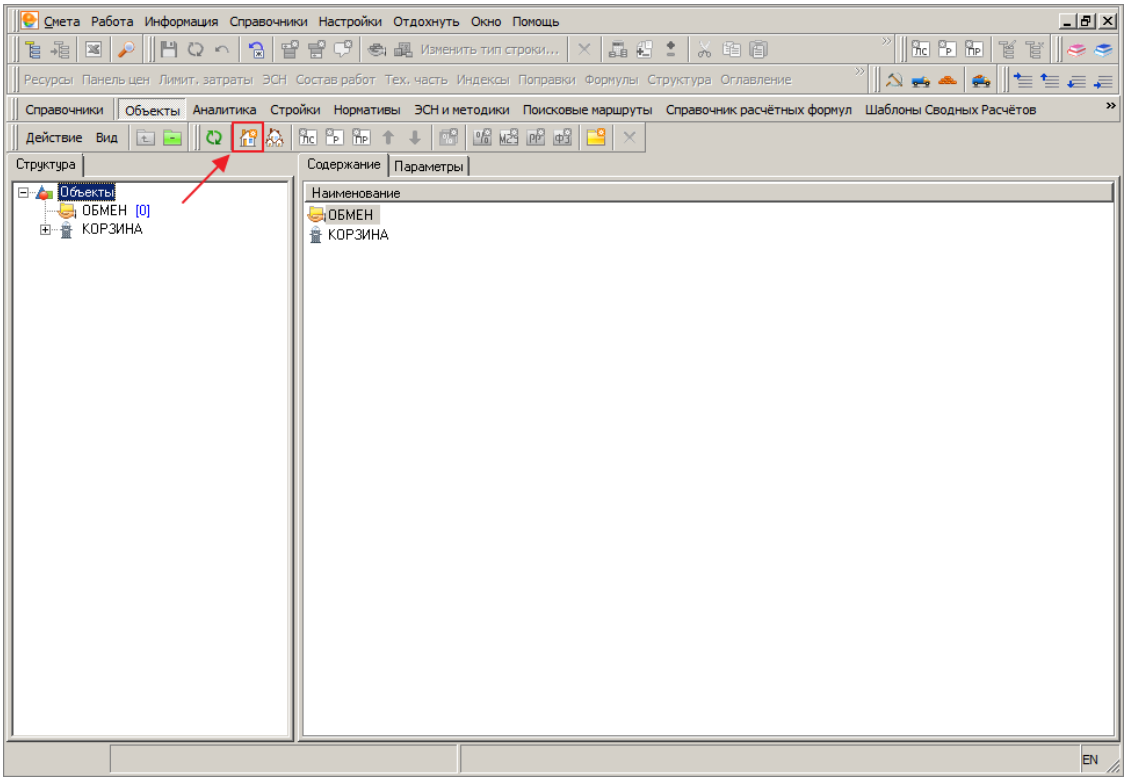

Рис. 1. Создание объекта с помощью кнопки “Добавить объект”
- щелкните мышью по кнопке-пиктограмме  **Добавить объект** (см. рис. 1);